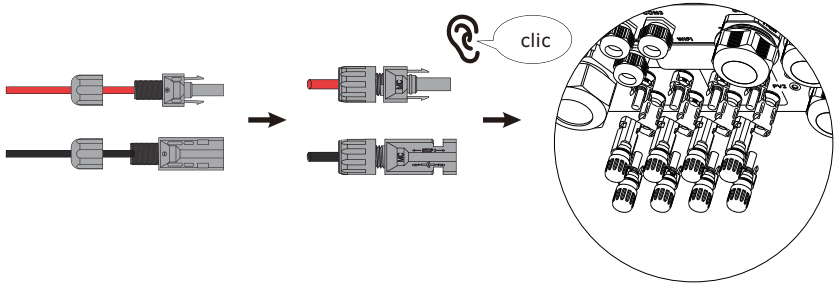

Figura 4.1-4 El conector FV está conectado al inversor
Paso 4. Enrosque la tuerca y enchúfela en el lado del inversor. Se escuchará un clic si los conectores se insertan correctamente en los enchufes FV, tal y como se muestra en la Figura 4.1-4.